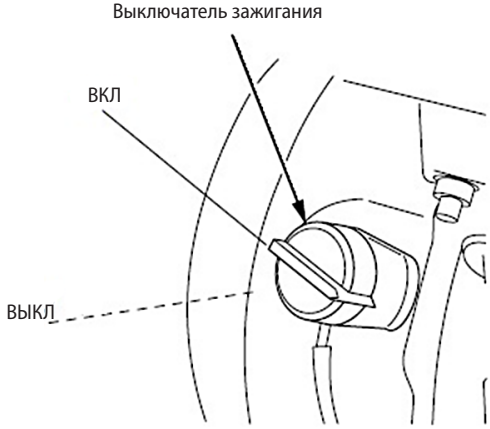

*Рисунок 8*
• Поставьте выключатель зажигания в положение ВКЛ» (рисунок 8).